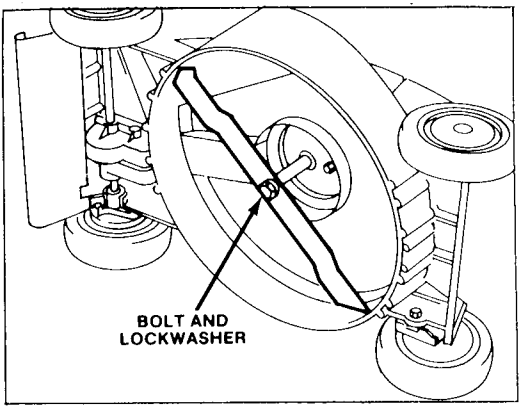

Figure 19
3. Tip mower on its left side (Fig. 19).
3. Tip mower on its left side (Fig. 19). Avoid rotating blade. Starting problems may result.
5. REMOVING BLADE – Grasp end of blade using a rag or thickly padded glove. Remove lockwasher, blade bolt, and blade (Fig. 19).